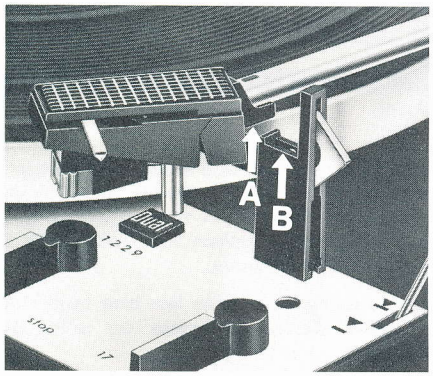

Fig. 17
3. si le bras ne trouve pas lui-même une position d'équilibre horizontale, désserrez la vis de blocage (F) et déplacez le contrepoids avec son axe jusqu'à ce que vous obteniez un équilibre approximatif. L'axe du contrepoids doit alors être bloqué en serrant la vis.
4. L'équilibre exact du bras est obtenu en tournant le contrepoids. Le bras est correctement équilibré lorsque le bord "A" de son profil et le bord "B" du support sont au même niveau (fig. 17), ou lorsque le bras